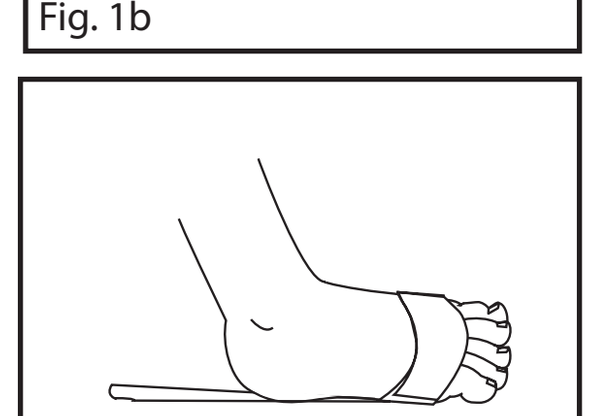

Fig. 1d
5. Compruebe el sensor para verificar su correcta colocación; vuelva a colocarlo si fuera necesario (fig. 1d).